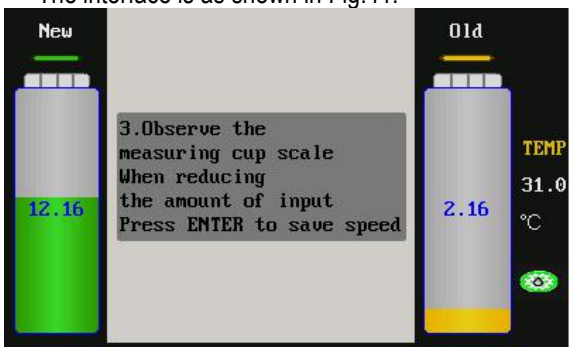

Fig.41
13) According to the prompts on the interface, OK the amount (such as 0.3L) of detergent to be added into the system, and then press OK key to start adding. The interface is as shown in Fig.41.